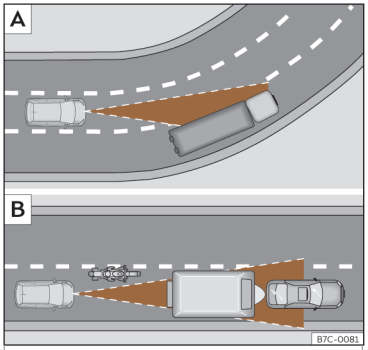

Fig. 162 A Vehículo en una curva. B Motociclista circulando por delante fuera del radio de acción del sensor de radar.
El ACC podría no detectar en curva el vehículo precedente o podría regular la distancia con vehículos que se encuentran en otros carriles››› **fig. 162** A.
- Vehículos que circulen desalineados o fuera de la zona de detección del sensor, por ejemplo, motocicletas››› **fig. 162** B